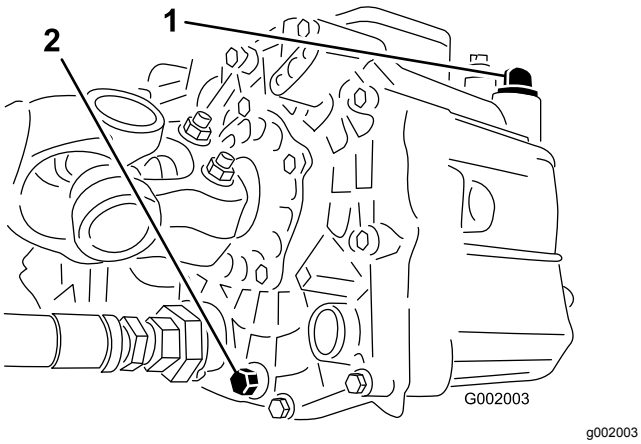

**Figuur 50**
3. Verwijder de aftapplug uit de zijkant van het reservoir en laat de hydraulische vloeistof in de opvangbak lopen (Figuur 50).